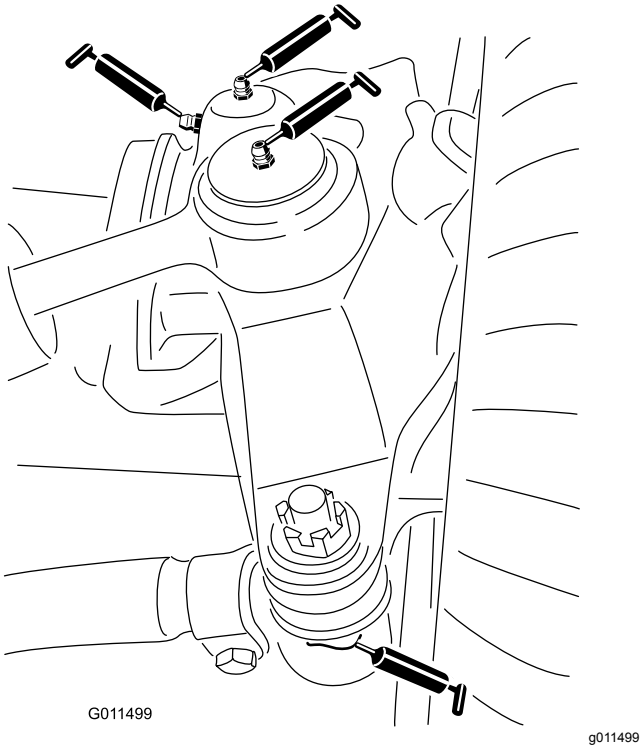

Figur 60
- Styresylinderens kuleledd (2) (Figur 60)
- Parallellstagets kuleledd (2) (Figur 60)
- Kingbolthylsene (2) (Figur 60)